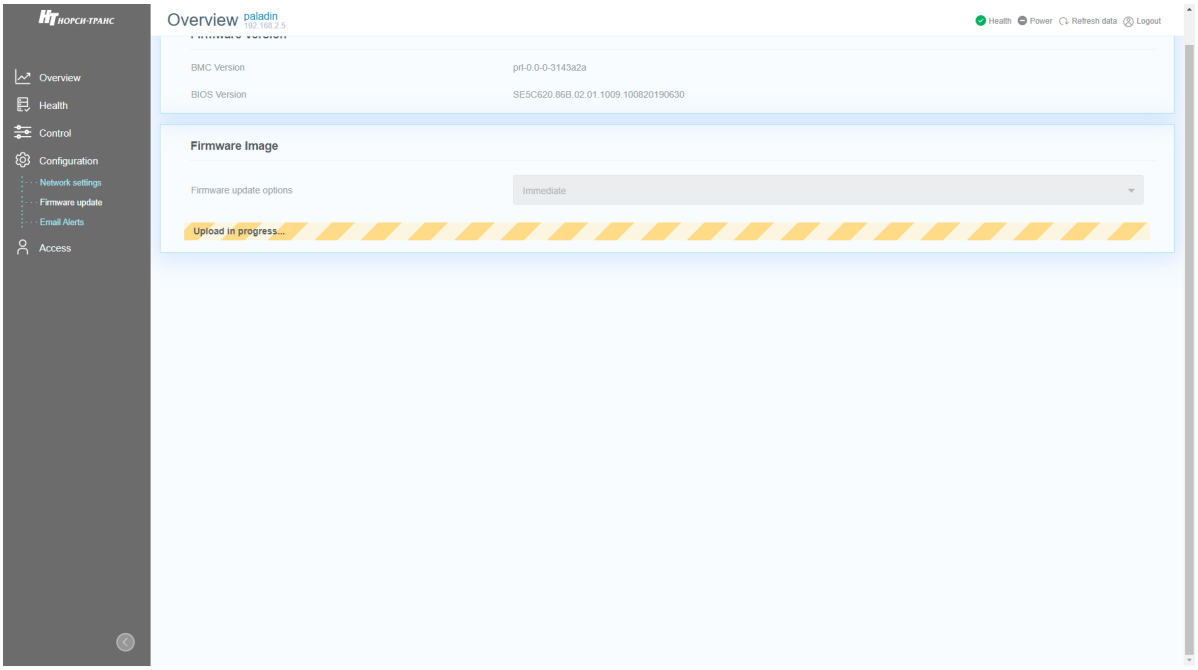

Рис. 87. Окно процесса установки обновления
6) После нажатия кнопки «UPLOAD FIRMWARE» появиться окно установки обновления. Окно показано на рис. 87 Окно процесса установки обновления.